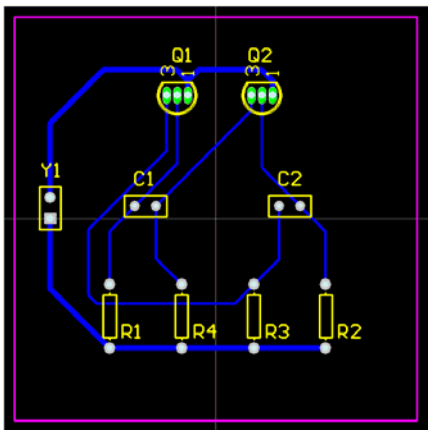

図 6. ボトムレイヤにマニュアル配線された状態
12. 残りの部分も、この手順と同じ方法で配線できます。図 6 にマニュアル配線したボードを示します。